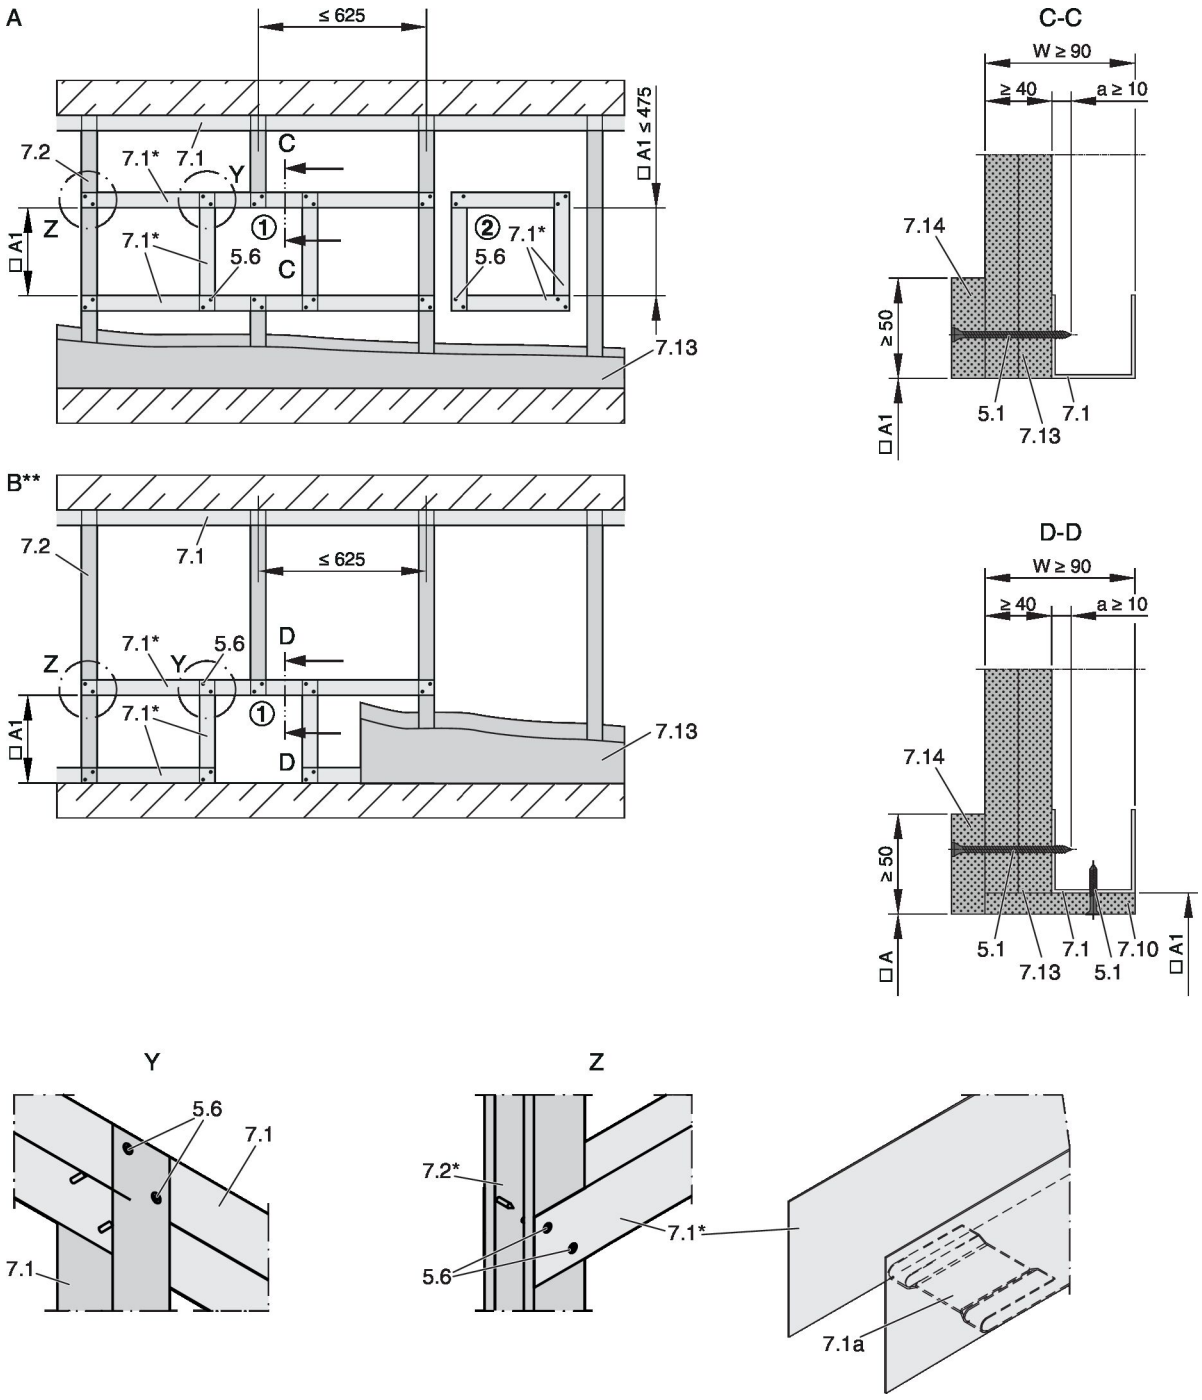

Abb. 136: Schachtwand mit Metallständer und einseitiger Beplankung
- Schachtwand nach Herstellerangaben errichten und Einbauöffnung herstellen, Abb. 136